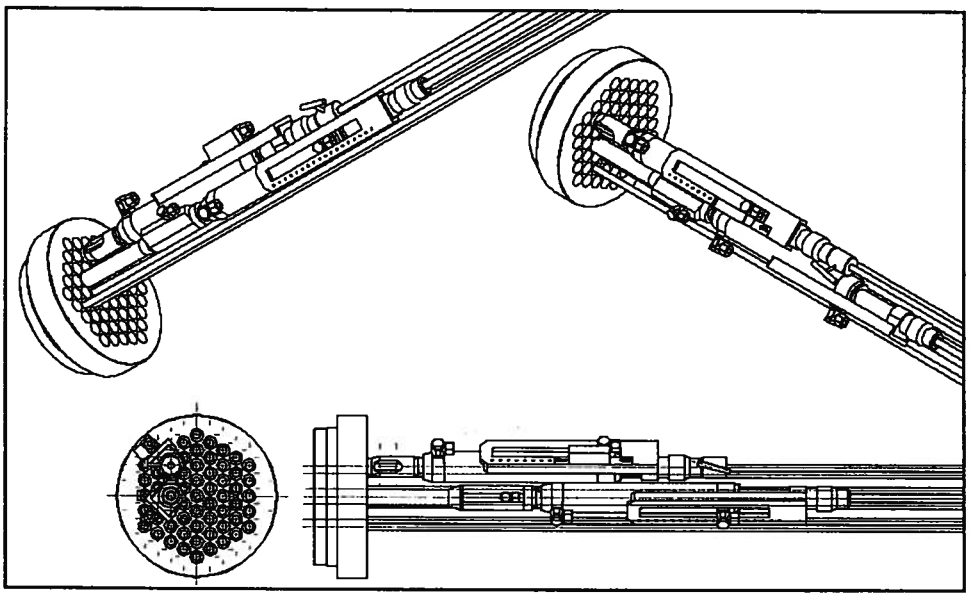

FIGURE 17. Situation During Normal Stressing Procedure.
10.0Stressing of Consecutive Strands with the Active Jack (Figure 17)